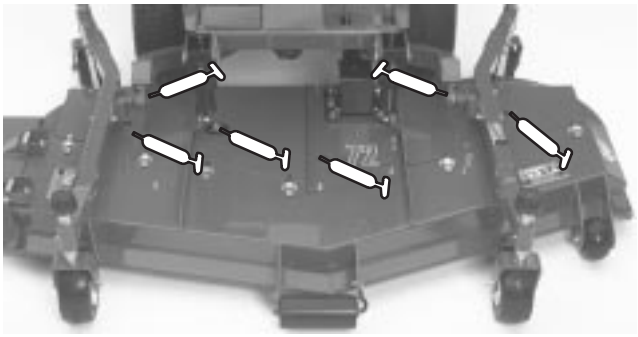

Figure 22
- blade spindle bearings (Fig. 22)
- right and left push arm ball joints (Fig. 22)